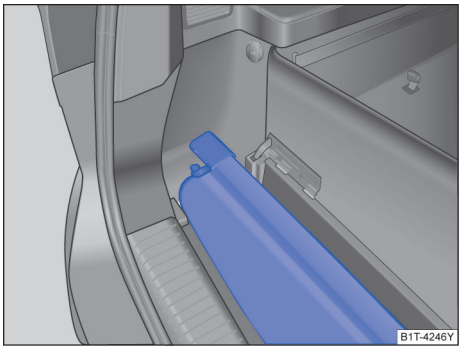

图 202 行李厢地板下方：存放行李厢盖板
– 将拆卸下来的行李厢盖板放置在侧边托架的前部凹槽上→ 图 202。